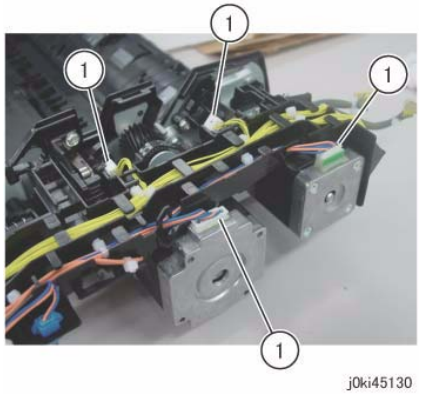

Figure 4 Disconnect the connectors
13. Disconnect the connector. (Figure 4)